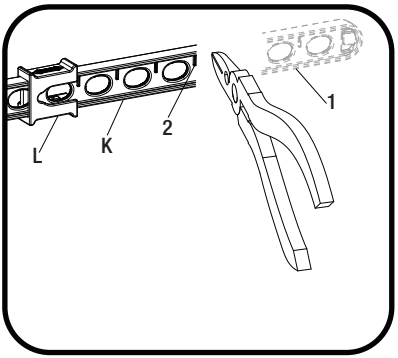

Fig. 2
- □ Une fois que vous avez identifié le bon trou de la sangle de la tige de levage (K) nécessaire pour votre installation, vous pouvez couper la portion inférieure (1) de la sangle de la tige de levage (K) en la cassant avec des pinces ou en la coupant avec une scie au point de coupe (2), comme illustré sur la Fig. 2. Veillez à ce que la pince (L) ne glisse pas de la sangle de la tige de levage (K).